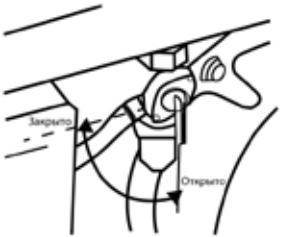

Рис. 6
- Поверните топливный кран в положение «Открыто» *(Рис. 6)*.